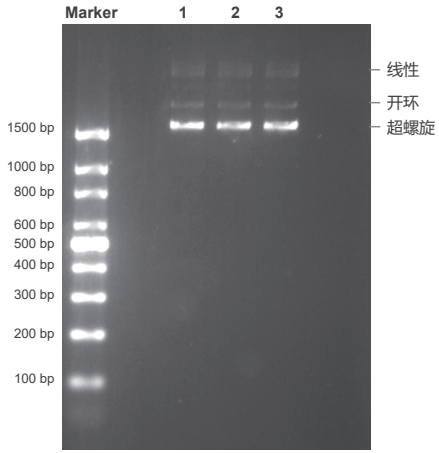

图1. 磁珠纯化质粒DNA电泳结果
b. 凝胶电泳显示所得DNA完整性良好，超螺旋形式的质粒DNA最多，如图1所示（质粒有三种存在形式：线性、开环、超螺旋）。